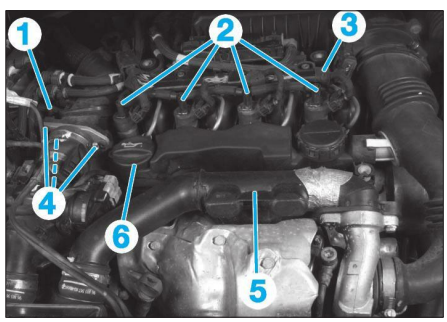

**Fig. 42**
• Dégrafer et écarter le faisceau (1) **(Fig.42)**.
• Débrancher les connecteurs (2) des injecteurs.
• Déposer et écarter la barrette porte-faisceau (3).
- les vis (4),
- le résonateur (5),
- le déshuileur (6),